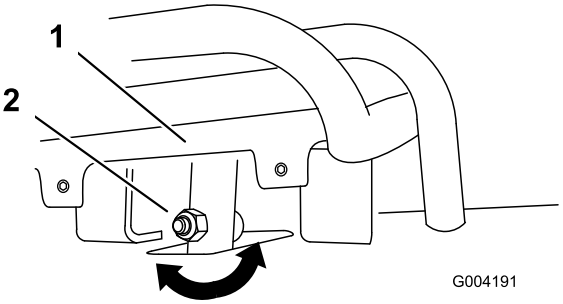
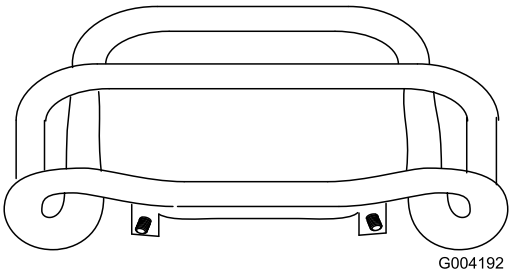

Figur 50
Figur 51
4. Om drivreglagets främre del inte ligger tätt intill och i rät vinkel mot referensstaven lossar du flänsmuttern och bulten på drivreglagets skaft (Figur 50).
5. Justera drivreglaget så att det ligger tätt intill mot referensstaven när det dras rakt bakåt (Figur 50 och Figur 51).